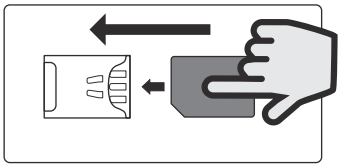
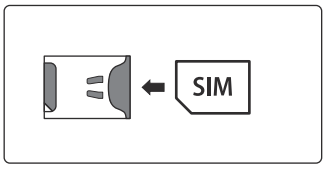

Fig. 49
Fig. 50
2. Carefully, using your index finger, guide the nano SIM left, see **Fig.49**, into the SIM holder, see **Fig.50**.